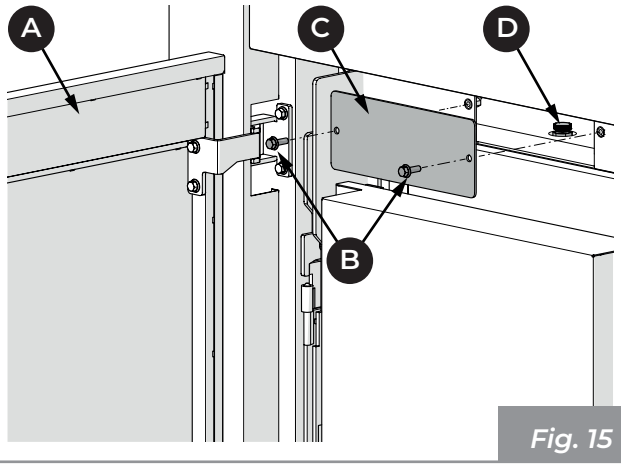

Fig. 15
- open the door (**A**), unscrew the two screws (**B**) and remove the cover (**C**) to access the relief valve (**D**), if it is necessary to eliminate the air present in the boiler during the loading phase of the system (**Fig. 15**).